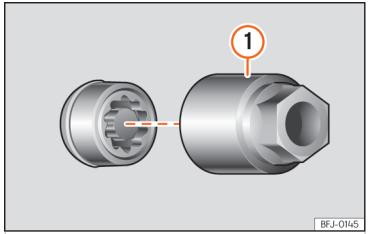

**Fig. 241** Anti-theft wheel bolt with cap and adapter.
- Insert the special adapter ››› **Fig. 241** ① (vehicle tools ››› **page 323**) onto the anti-theft wheel bolt and push it on as far as it will go.